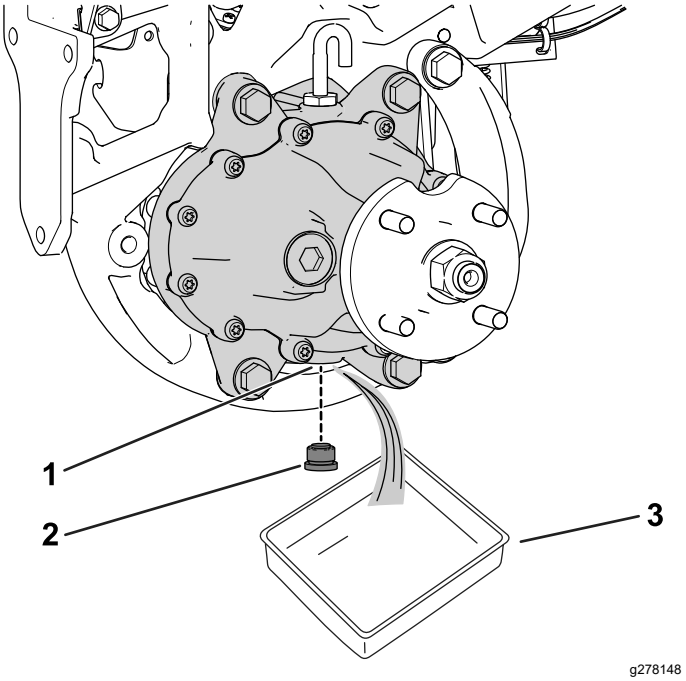

Figura 61
3. Coloque un recipiente debajo del conjunto del motor de rueda (Figura 61).
4. Retire el tapón del orificio de vaciado (Figura 61).
6. Instale el tapón de vaciado en el orificio de vaciado (Figura 61).